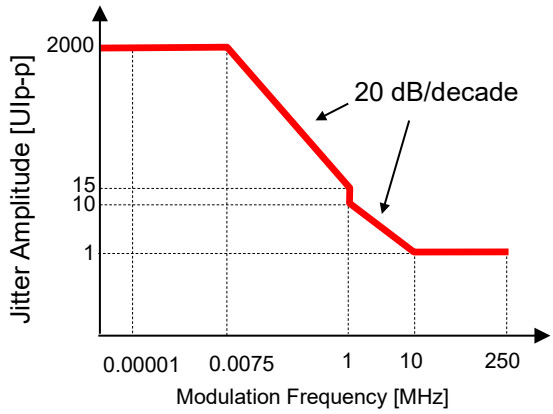

Figure 3.5-3 Total Jitter Added (When Interacting With 32G PPG)
0.007 501 to 1.00 000	20 dB/decade (Figure 3.5-3) + 0.3
1.001 000 to 10.000 000	20 dB/decade (Figure 3.5-3) + 0.3